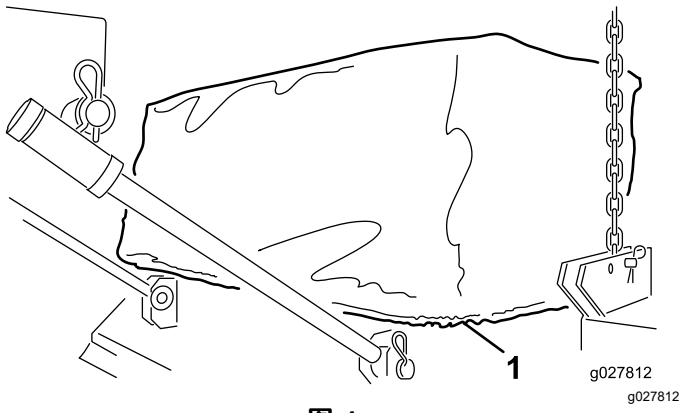

图 4
4. 将帆布圈套在 Versa Vac 的边缘和滚刷盘开口上图 4。